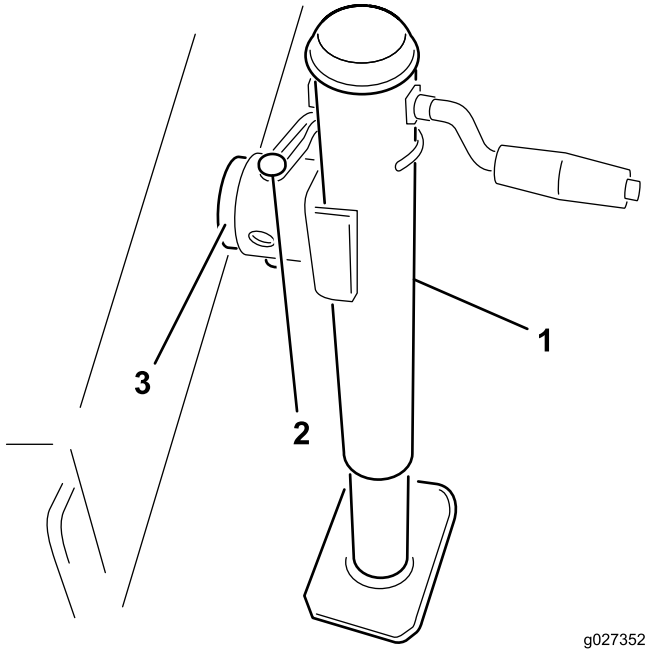

Figur 2
2. För in domkraften i ramtappen och fäst den med sprinten (Figur 2).